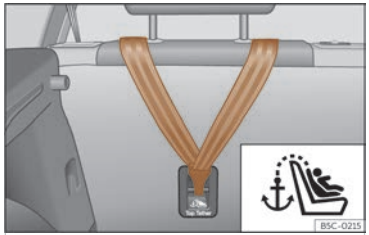
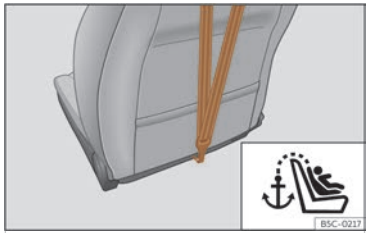

Fig. 43 Rear part of the rear seats: Top Tether belt anchor.
Fig. 44 Rear of front passenger seat backrest: Top Tether belt anchor (not available in all markets/versions).
Child seats with a Top Tether system are fitted with an additional belt for fastening to an anchor point in the vehicle. This anchor point is located on the rear of the rear seat backrest and of the front passenger seat backrest[1] (identified with the symbol) and provides better retention >>> Fig. 43, >>> Fig. 44.
- Slide the belt and secure it properly with the anchor on the rear seat backrest ››› **Fig. 43** , ››› **Fig. 44**.